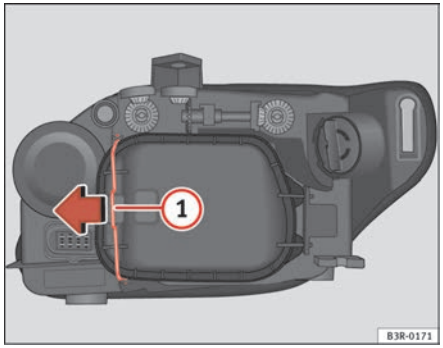

Fig. 208 Side light bulb (inside of vehicle)
- Move the brace ⇒ fig. 208 (1) in the direction of the arrow and remove the rigid cover, separating the brace side and then removing the two tabs from the other end of the cover.